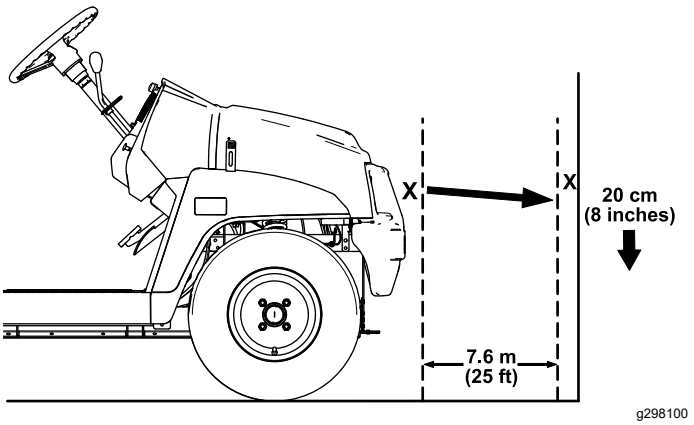

Figura 44
1. Aparque la máquina en una superficie nivelada con los faros a unos 7,6 m de una pared (Figura 44).
La parte más brillante del haz del faro debe estar a 20 cm por debajo de la señal hecha en la pared (Figura 44).